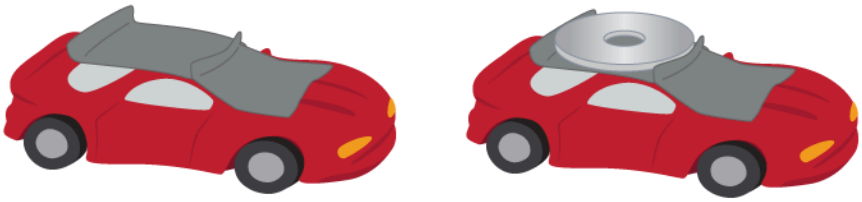

Figure 2
c) Use masking tape to form a small cradle for a washer on top of the toy car. The edge of the masking tape lip should be the same height as the washer. See the tape cradle on the toy car in Figure 2 for reference.